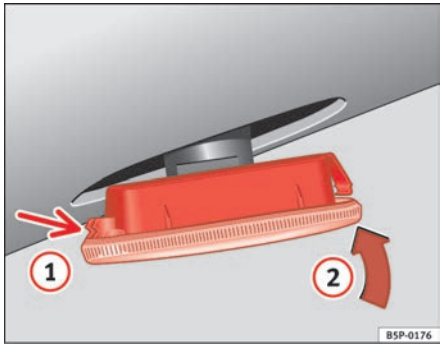

Fig. 192 Side indicator
- First place the indicator in the opening in the bodywork, fixing the tabs ⇒ fig. 192, arrow (1).
- Insert the bulb as shown by the arrow (2) ⇒ fig. 192. ■